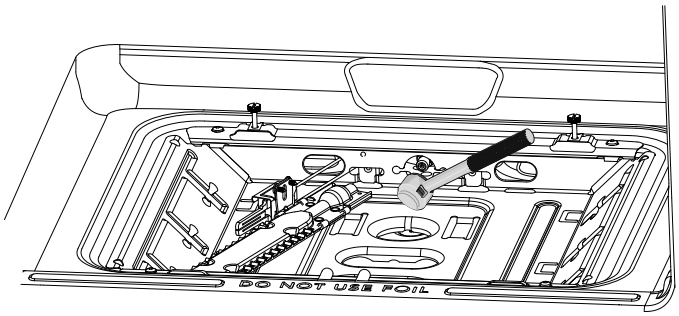
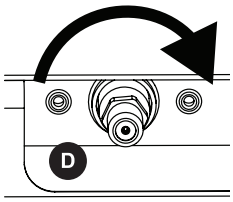

Figure 14
Figure 15
e. Once access to the orifice hood (**D**) is clear, use a 1/2 inch deep socket wrench to remove the orfice hood (**D**) (see Figure 14). Install #56/1.18 mm hood (Brass) from LP Kit. Tighten until hood is fully seated (see Figure 15). DO NOT over tighten.